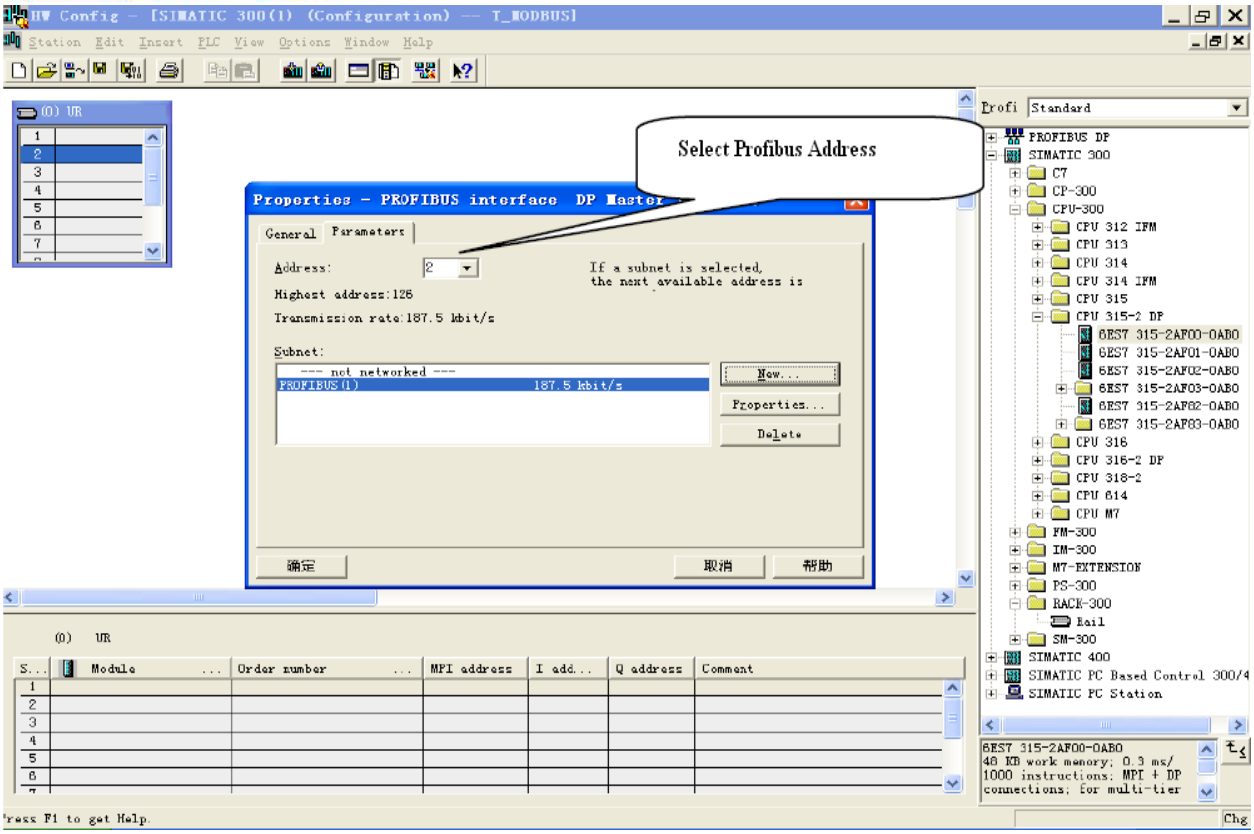

图 9
10. 选择 PROFIBUS Master station 地址，如图 9: